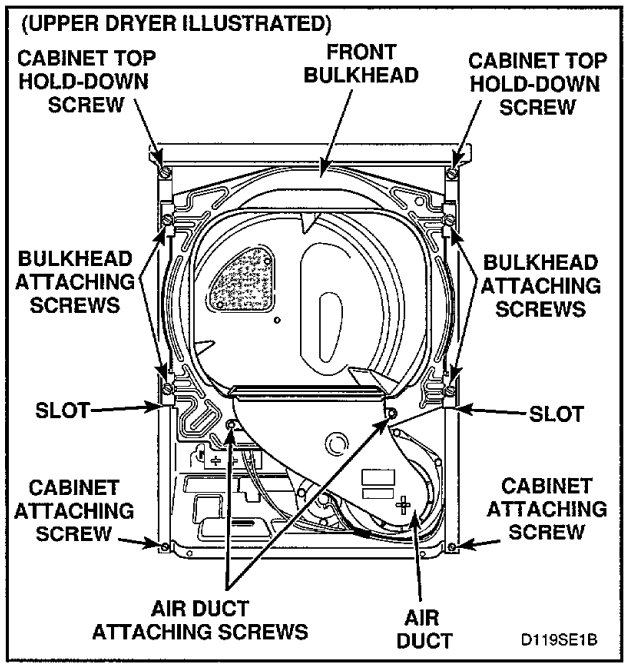

Figure 38
f. Remove four screws holding bulkhead to front flange of cabinet, *Figure 38.* Lift complete bulkhead assembly out of slots in cabinet.
f. Remove four screws holding bulkhead to front flange of cabinet and lift complete bulkhead assembly out of slots in cabinet, *Figure 38.*
g. Loosen two cabinet top hold-down screw, *Figure 38.*
(1) Remove two cabinet top hold-down screws, *Figure 38.*
k. Remove four screws holding bulkhead to front flange of cabinet and lift complete bulkhead assembly out of slots in cabinet, *Figure 38.*